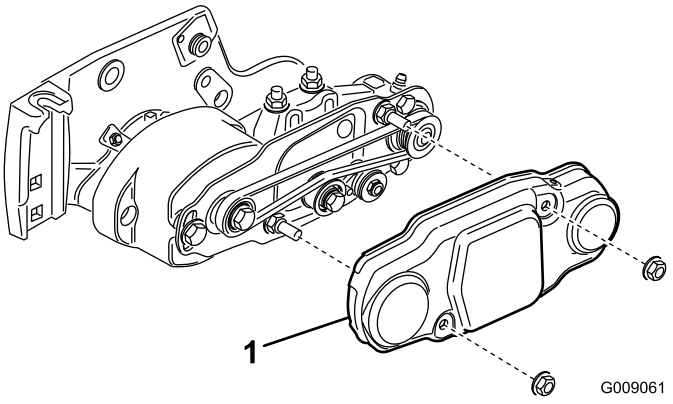

図 18
25. ベルトカバーを取り付けボルトに取り付けてフランジナット2個で固定する図 18。